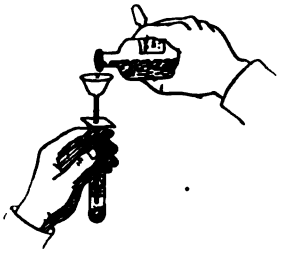

Fig. 43.
2. Cover the t.t. with paper, and pour through a thistle tube, which passes through the paper (Fig. 43), *a few drops* of sulfuric acid, H_2SO_4. If the action is not vigorous enough, pour in more acid (*avoid excess*), then remove the thistle tube, and watch the phenomena.